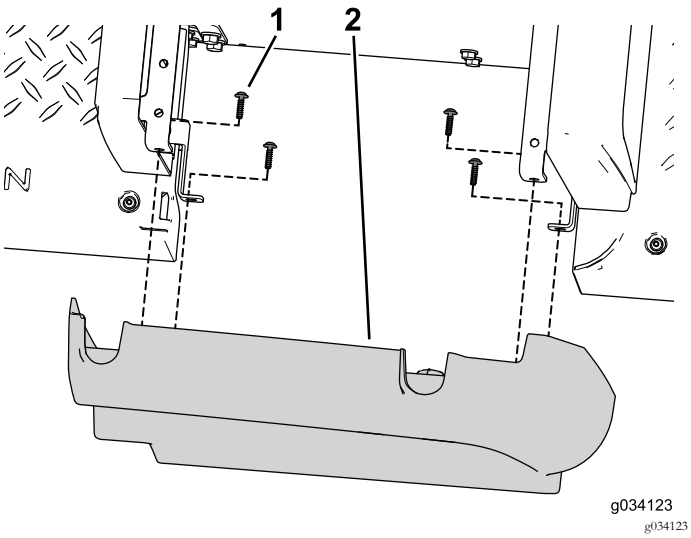

Figura 43
1. Utilizzate le 8 viti autofilettanti (3/32" x 7/8") per fissare i pannelli laterali sinistro e destro del kit ai pannelli della base del sedile anteriori (Figura 43).